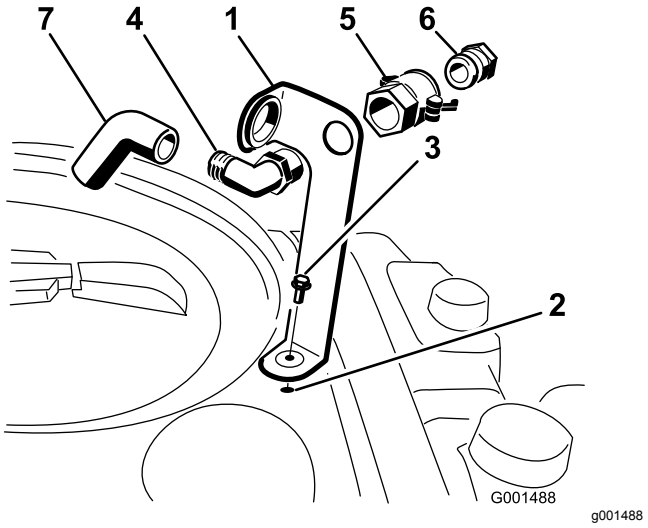

Figur 3
1. Placer beslaget til påfyldningskoblingen på hullet med gevind i tanken, og fastgør det med en flangehovedbolt (5/16" x 3/4") (Figur 3).
2. Før 90°-knærørets gevindende gennem beslaget, og skru hurtigkobleren på beslaget (Figur 3).
3. Monter slangeadapteren på hurtigkobleren (Figur 3).
4. Fastlås adapteren ved at svinge håndtagene mod adapteren og derefter fastgøre dem med låseclipsene (Figur 3).
5. Monter antihævertslangen gennem den store åbning i beslaget og på modhageenden af 90°-knærøret (Figur 3).